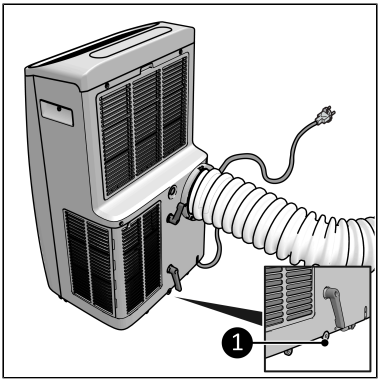

Figure 65.
2. En cas de chauffage prolongé, installez le tuyau d'évacuation d'eau sur le point de décharge d'eau (Figure 65, pos. 1). Veuillez noter que le tuyau de vidange doit avoir une pente pour permettre à l'eau de s'écouler. Il n'y a pas de pompe!